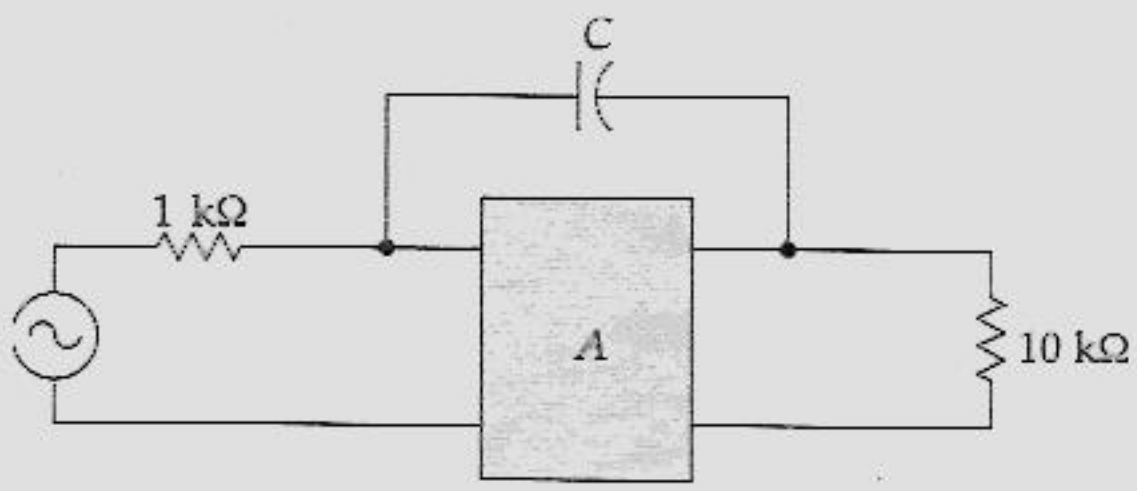

Figura 16.38
16.17 Na Figura 16.38, $A = 200$ e $C = 5$ pF. Qual a capacitância Miller de entrada e de saída do amplificador?
16.18 Se $A = 10.000$ e $C = 100$ pF na Figura 16.38, qual a capacitância Miller de entrada e de saída do amplificador?
16.19 A capacitância Miller de entrada da Figura 16.38 gera um circuito de desvio na entrada. Se $A = 300$ e $C = 10$ pF, qual seria a freqüência crítica desse circuito de desvio?